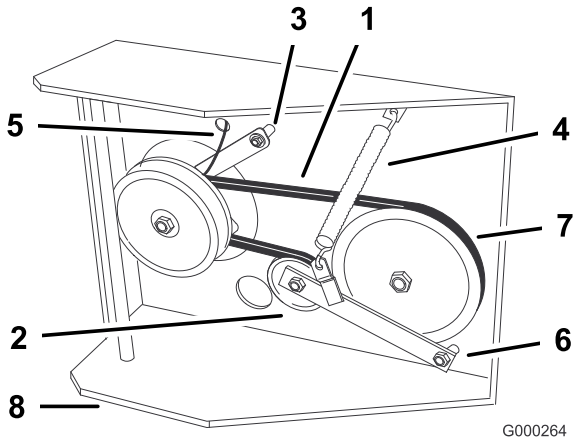

Figura 48
6. Desconecte el soporte del embrague de la plataforma del motor (Figura 48).
7. Desenganche el muelle tensor del lado del bastidor (Figura 48).
10. Apriete el perno del pivote a 47-54 Nm (35-40 pies-libra). Instale el muelle tensor entre la brazo de la polea tensora y el soporte del bastidor (Figura 48).
11. Instale el tirante del embrague en la plataforma (Figura 48)